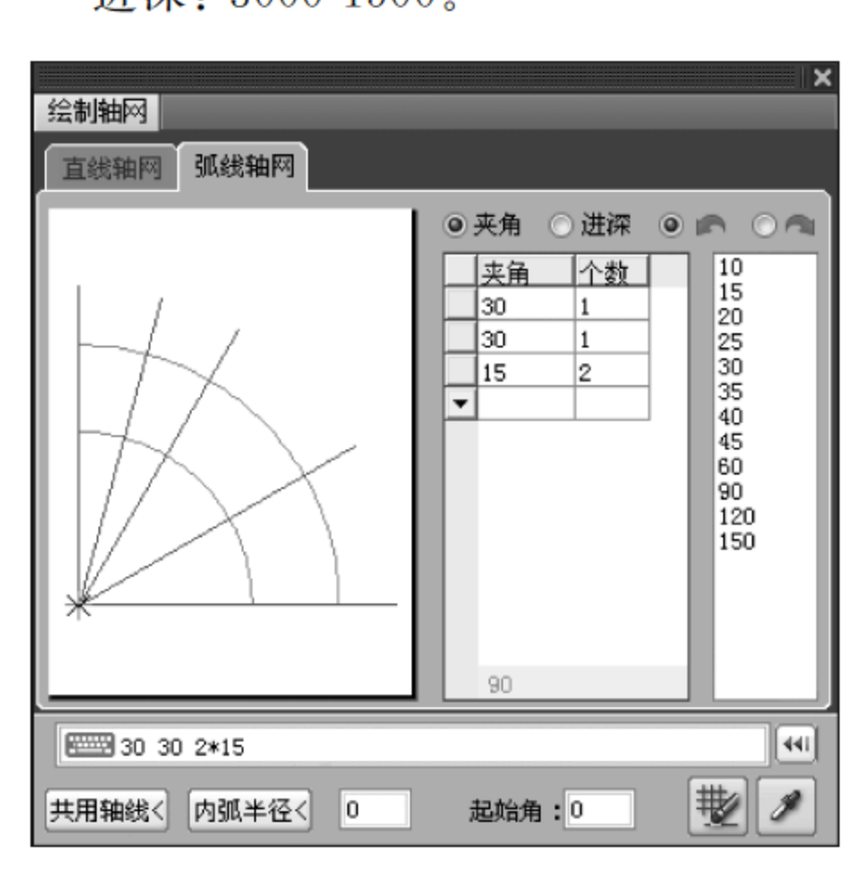

图 2-9　输入夹角
(2) 输入夹角值。单击“夹角”按钮，即左面的圆圈中出现圆点，输入夹角的数值，从“个数”列表中选择需要重复的次数，如图 2-9 所示。